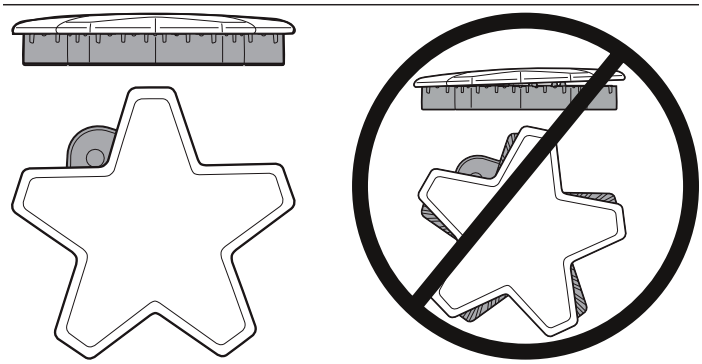

Figure 13: Correct and Incorrect Burner Cap Placement
- Check each burner to make sure there is no gap between the burner cap and burner base. *See Figure 13: Correct and Incorrect Burner Cap Placement* to see examples of correct and incorrect placements of the burner cap.
- You may gently try to move the burner caps from side to side to check if the caps are properly placed on the burner bases. When properly placed, each burner cap will rest flat on top of its burner base, and completely cover the star-shape of the burner base when viewed from the top as shown in *Figure 13*.